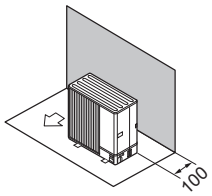

Fig. 1-7
① Obstacles at rear only (Fig. 1-7)